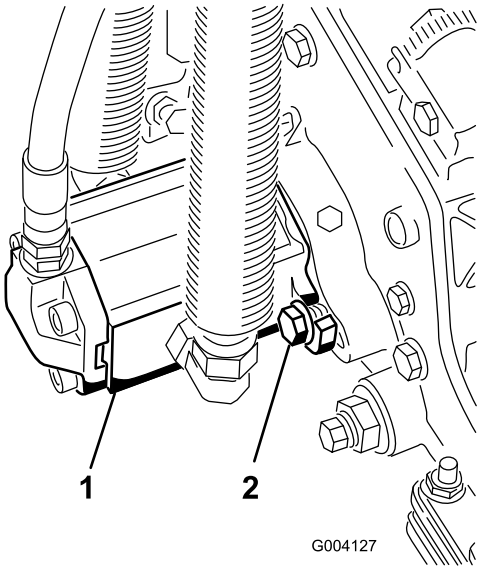

Figur 14
16. Montera motorn genom att vrida den medurs så att motorflänsarna går fria från skruvarna (Figur 14). Vrid motorn moturs så att skruvarna omges av flänsarna, och dra sedan åt skruvarna.